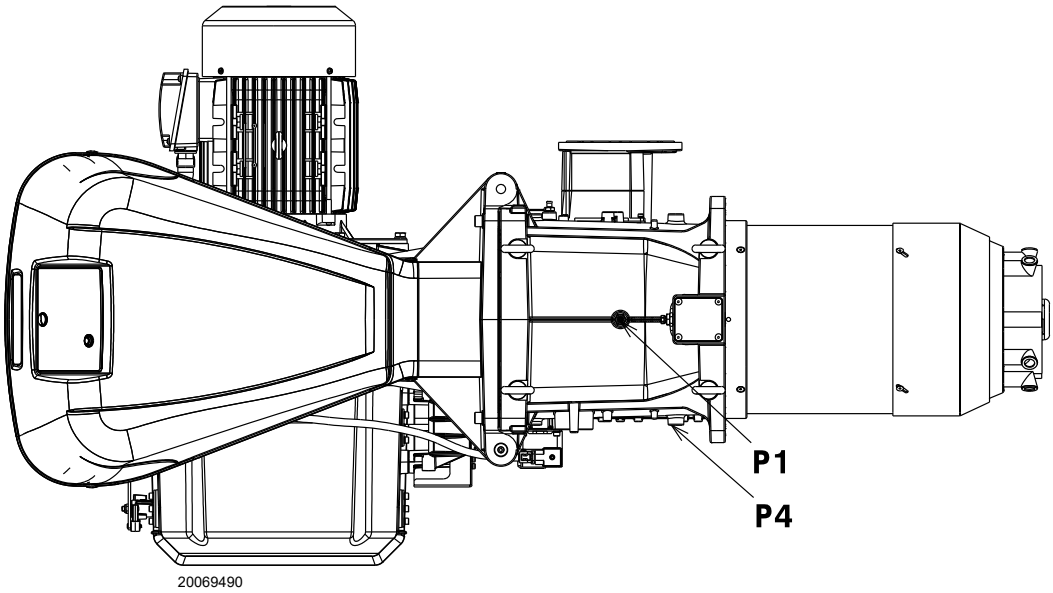

Abb. 22
Gasdruck, gemessen am Anschluss P1)(Abb. 22) unter folgenden Bedingungen:
– vom Gasdruck am Anschluss P1) (Abb. 22) den in der Brennkammer vorhandenen Druck abziehen.
Gasdruck am Anschluss P1) (Abb. 22) = 25.0 mbar
Um hingegen den am Anschluss P1)(Abb. 22) erforderlichen Gasdruck zu ermitteln, nachdem die MAX. Leistung festgelegt wurde, bei der Brenner arbeiten soll:
– Rechts, in Spalte 1, den Druck am Anschluss P1)(Abb. 22) ablesen.
Erforderlicher Druck am Abnahmeanschluss P1)(Abb. 22).